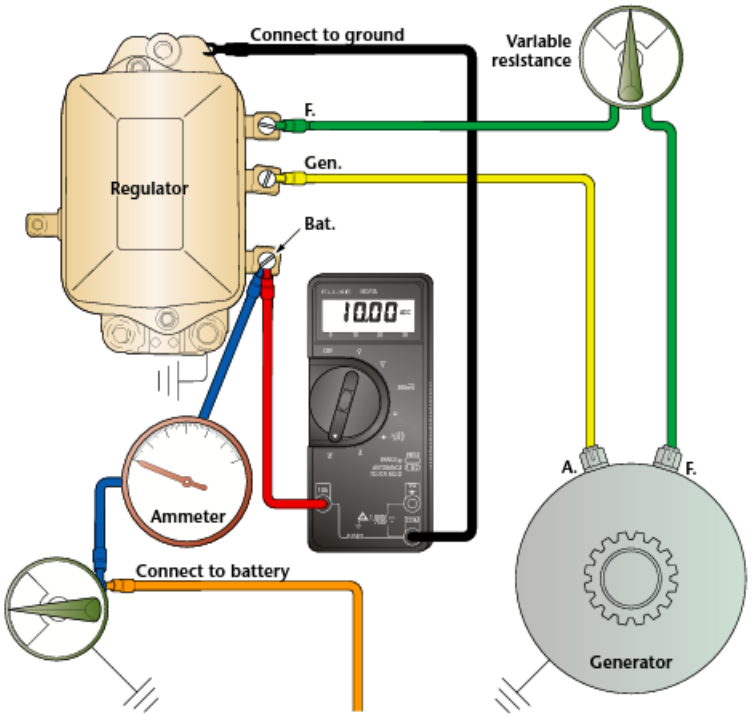

Figure 4-2-10. Checking current regulator, load method.
- **Method 2.** Add a variable resistor connected into the field circuit (Figure 4-2-10). Use a 25-ohm, 25-watt resistor. Operate the generator at medium speed with the variable resistance turned all in. Slowly decrease (turnout) the resistance until the cutout relay points close. Note the closing voltage. With cover in place, slowly increase (turn in) the resistance to make sure the points open.
- Connect an ammeter into the charging circuit as shown in Figure 4-2-10.